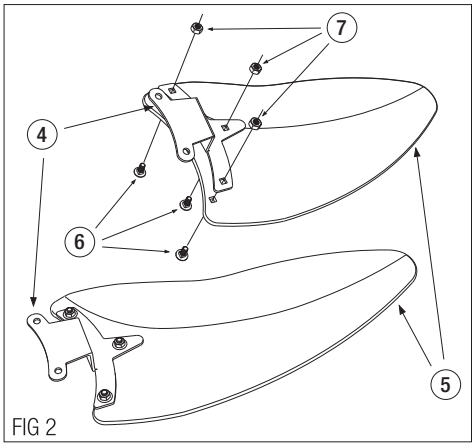

FIG 2
Prenda as garras ④ nas pás ⑤ com os parafusos ⑥ e porcas ⑦ , como indicado na fig 2.